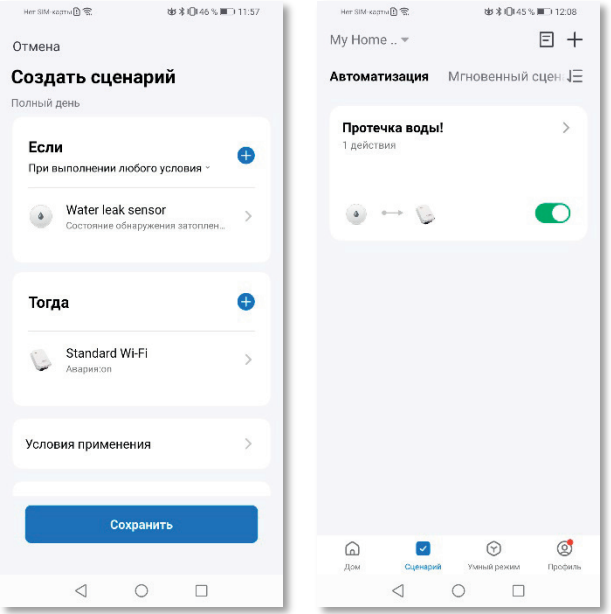

Рисунок 22. Созданный сценарий автоматизации.
8) Вернувшись в основное окно введите название сценария, например, «**Протечка воды!**» и нажмите кнопку «**Сохранить**» (рис. 22).
9) Созданный сценарий автоматизации появится на вкладке «**Сценарий**» приложения Smart Life (рис. 22).